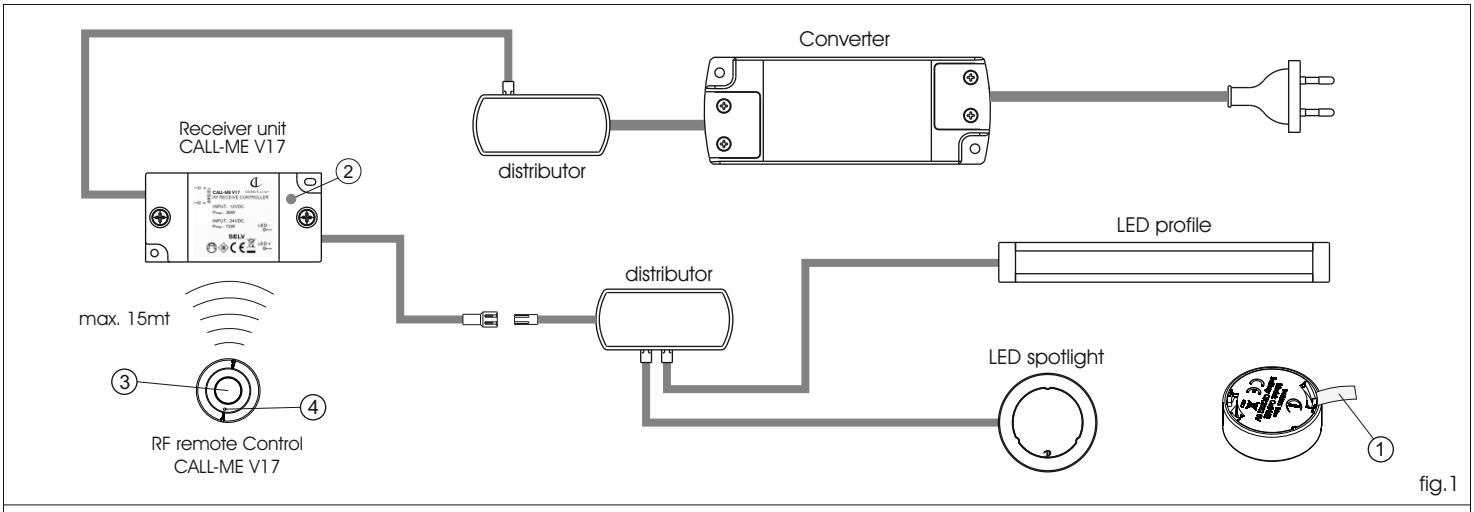

fig.1
- Rimuovere la linguetta isolante (1) dal trasmettitore.
- Effettuare il collegamento del ricevitore come in fig.1,2.
- Collegare la spina di alimentazione alla rete elettrica, il led blu (2) fa un lampeggio.
- Premere brevemente il pulsante (2) del ricevitore.
- Il led blu (2) rimane acceso per un tempo di 60 sec. entro i quali bisogna completare l'operazione di programmazione, premendo rapidamente due volte il pulsante (3) del trasmettitore (1). Lo spegnimento del led blu (2) conferma la corretta programmazione del sistema.
- Remove the insulating flap (1) from the transmitter.
- Connect the receiver as shown in fig.1,2.
- Connect the power plug to the power supply, the blue LED (2) flashes.
- Briefly press the button (2) of the receiver.
- The blue led (2) lights up for a time of 60 sec. within which you have to complete the programming operation, briefly press twice button (3) on the transmitter (1) . The blue led turns off (2) confirms the correct programming of the system
- Die Isolierfeder (1) entfernen vom Sender.
- Schließen Sie den Receiver, wie in fig.1,2 dargestellt
- Den Stromstecker mit dem Stromnetz verbinden, die blaue LED (2) blinkt einmal auf.
- Kurz die Empfängertaste (2) drücken.
- Die blau leuchtet (2) für eine Zeit von 60 sec. in denen Sie der Programmiervorgang abgeschlossen haben kurz die Taste zweimal (3) auf den Sender (1). Die blaue led schaltet sich aus (2) bestätigt die korrekte Programmierung des Systems